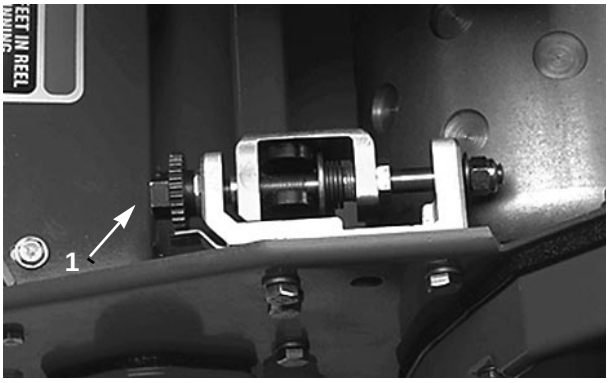
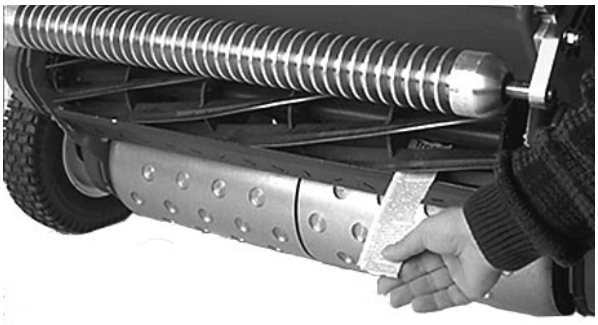

Fig. 4
Fig. 5
1. Garer la machine sur une surface de travail horizontale. Vérifier que le contact du cylindre est supprimé en desserrant les écrous de blocage sur les vis de réglage de la contre-lame et en tournant les vis de réglage dans le sens inverse des aiguilles d'une montre (Fig. 4).
3. A une extrémité à l'avant du cylindre, introduire une longue bande de papier journal entre le cylindre et la contre-lame (Fig. 5). Faire tourner lentement le cylindre en avant et serrer simultanément la vis de réglage de la contre-lame (du même côté que le cylindre), un cran à la fois, jusqu'à ce que le papier soit légèrement pincé quand on l'introduit par l'avant, parallèlement à la contre-lame, et que l'on sente une légère résistance quand on tire dessus (Fig. 4).
5. Après le réglage, vérifier que le cylindre peut pincer et couper un papier introduit par l'avant, à angle droit par rapport à la contre-lame (Fig. 5). Le papier doit normalement être coupé avec un contact minimum entre la contre-lame et les lames des cylindres. En cas de frottement excessif du cylindre, roder ou meuler l'unité de coupe de manière pour que les lames assurent une coupe précise (consulter la notice d'aiguisage des cylindres Toro).